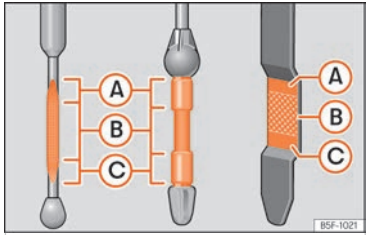

Fig. 228 Vareta de mesurament del nivell d'oli.
- A continuació, torneu a extreure-la i comproveu el nivell d'oli ››› fig. 228. En cas necessari, reposeu oli del motor.
- Quan el nivell d'oli arribi com a mínim a la zona ››› fig. 228 (B), caragoleu el tap de la boca d'ompliment amb cura ››› ⓘ.